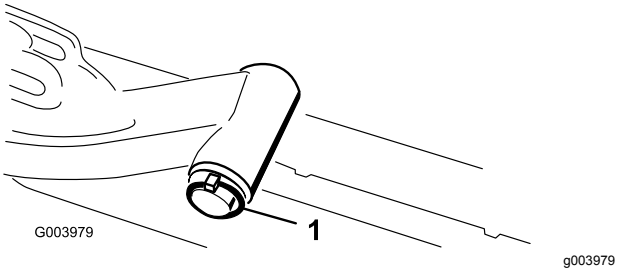

Figur 9
A. Fjern ringstiften og skiven som fester løftearmens dreieaksel til løftearmen, og skyv løftearmens dreieaksel ut av løftearmen (Figur 9).
C. Før inn løftearmsakselen i løftearmen og fest den med skiven og lynsjepinnen (Figur 9).